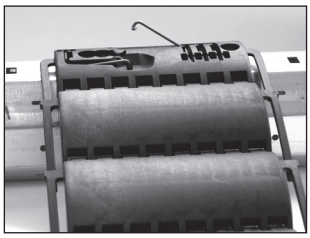

Bild 2
3. dann die zweite Feder einclipsen (Bild 2)